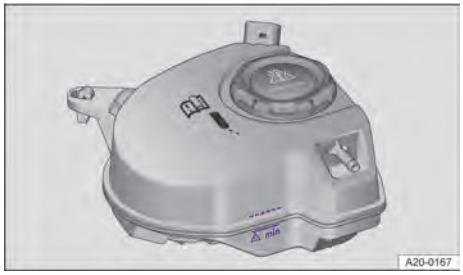

Fig. 220 En el vano delantero: marca en el depósito de expansión del refrigerante (representación esquemática).
1. Compruebe en frío el nivel del refrigerante en las marcas laterales del depósito de expansión → Fig. 220. El nivel del refrigerante deberá encontrarse dentro de las marcas.
2. Cargue únicamente refrigerante nuevo según las especificaciones hasta la marca superior del nivel de llenado → Página 391. Tras añadir refrigerante, el nivel deberá encontrarse entre las marcas del depósito de expansión → Fig. 220.